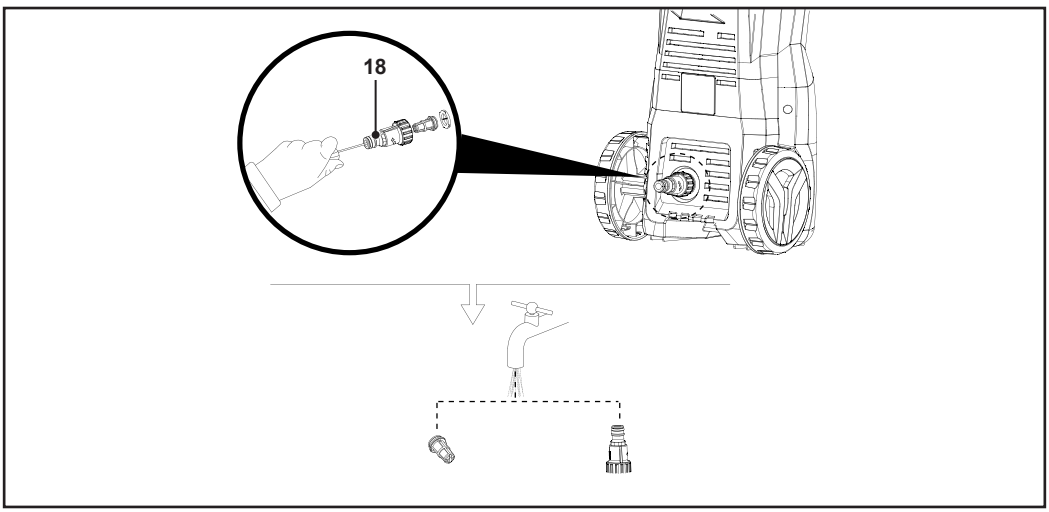

Fig. 13
1. Détacher le joint et le filtre d'entrée du raccord d'arrivée d'eau (18) (Fig. 13).
2. Rincer le filtre d'arrivée d'eau et le raccord d'arrivée d'eau (18) avec de l'eau propre (Fig. 13).
3. Après le nettoyage, replacer correctement le filtre d'entrée et le joint dans le raccord d'arrivée d'eau (18).